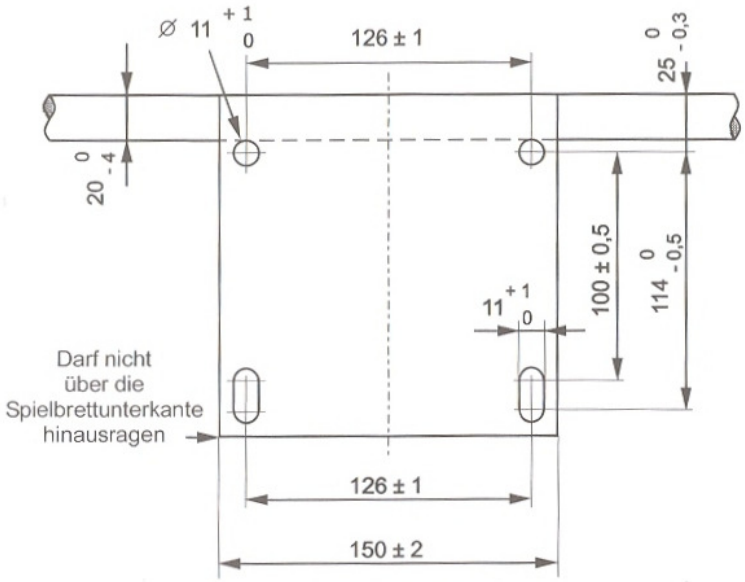

Bild 5 Montageplatte des Rings
3.3 Die Ringe müssen so an der Rahmenkonstruktion hinter dem Spielbrett befestigt sein, dass eine auf den Ring ausgeübte Kraft von diesem nicht direkt auf das Spielbrett übertragen wird. Zwischen dem Montagematerial und dem Spielbrett darf es daher keinen direkten Kontakt geben (Abbildung 5).